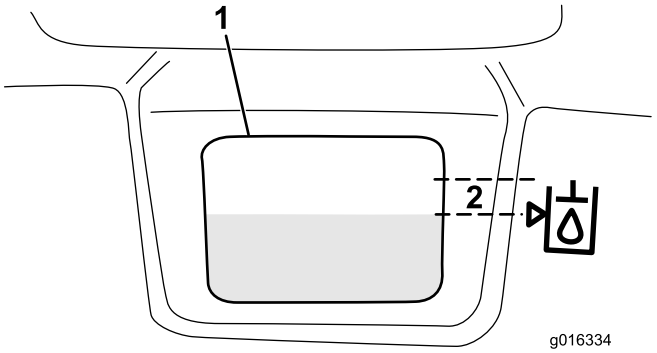

Figur 32
3. Fyld langsomt beholderen med den korrekte hydraulikvæske, til niveauet er ved, eller inden for 6 mm af pilen i symbolet ved siden af det hvide vindue foran beholderen (Figur 32). Fyld ikke for meget på.